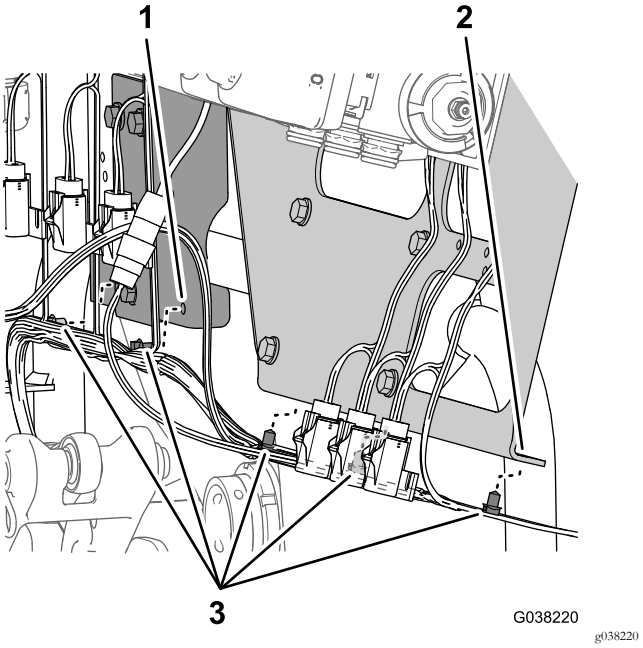

Figura 50
4. Prenda a cablagem da máquina ao suporte para as válvulas de agitação, aplicação e pulverização principal e o suporte para as válvulas de secção com os 5 fixadores de pressão (Figura 50).